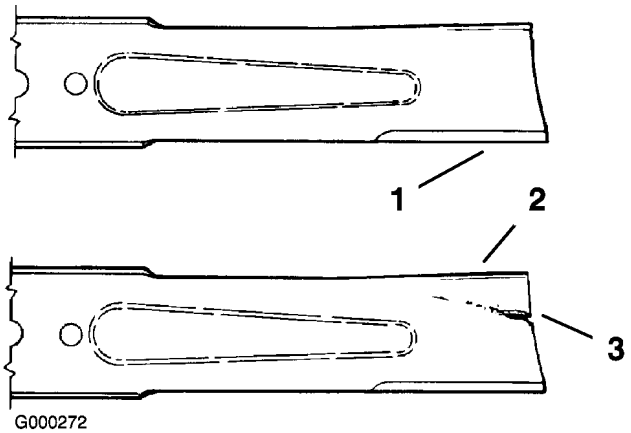

Figur 76
1. Efterse skærekanterne (Figur 76). Hvis kanterne ikke er skarpe, eller hvis de har hakker, skal knivene afmonteres og slibes. Se afsnittet Slibning af knivene.
2. Efterse knivene, især det buede område (Figur 76). Hvis kniven er beskadiget eller slidt, eller hvis der er antydning af en revne i dette område (Figur 76), skal du straks montere en ny kniv.